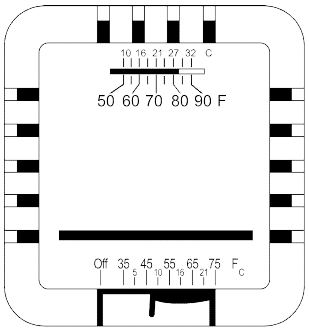

FIGURE 8. THERMOSTAT CONTROLS
B. Set the thermostat to the OFF position. See Figure 8.